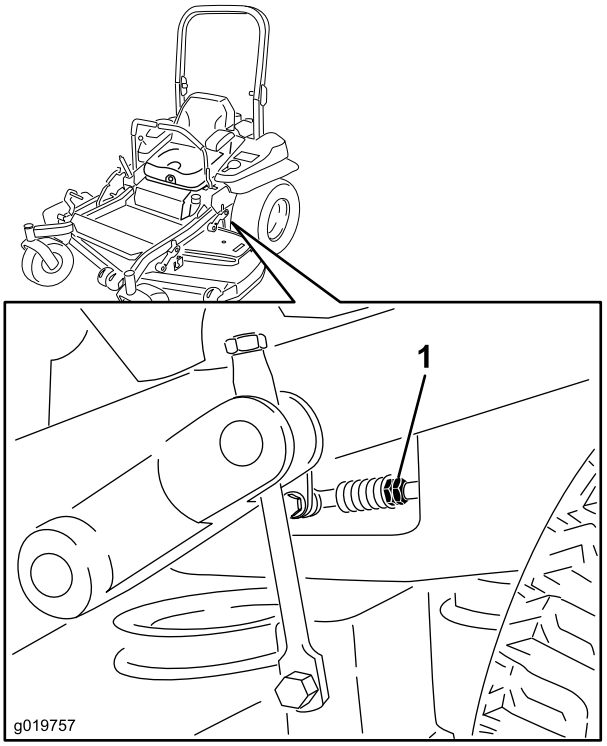

Figuur 81
8. Pas de lengte van de stang aan door de dubbele moeren op de stang in de juiste richting te draaien tot de wielen gaan kruipen in de achteruitstand (Figuur 81).